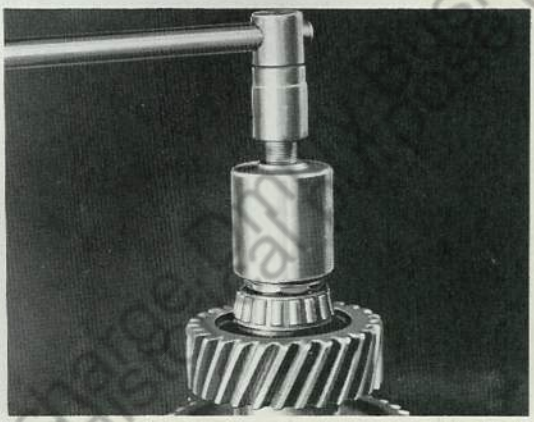

Fig. 10 Removing Speedometer Gear from Idler Shaft with Puller
2. Use gear puller (J-1737) as illustrated in Fig. 10, to pull gear (55) from shaft. Woodruff key is used to prevent gear turning on shaft.